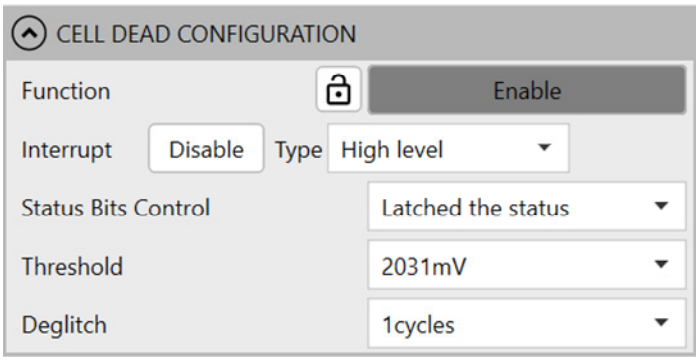

Figure 27: Cell Dead Configurations
22. Set the dead cell parameters (see Figure 27).